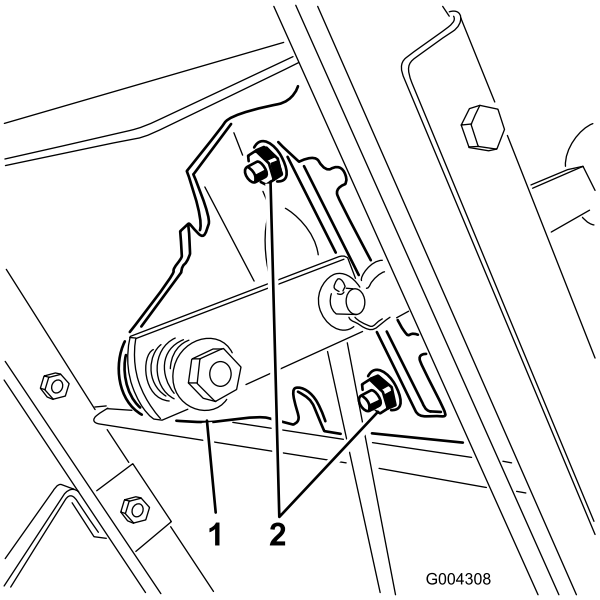

Figur 29
3. Løsne flensmutrene som fester hastighetsvelgerplaten til kontrollpanelet (Figur 29).